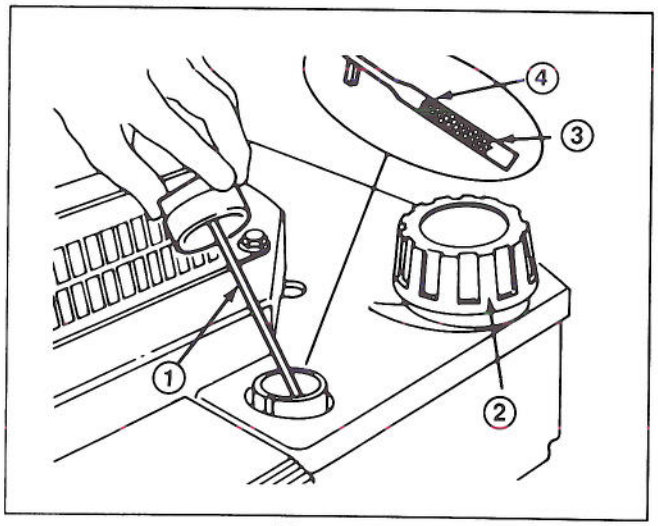

Figure 7
Before each use, assure oil level is between ADD and FULL marks (Fig. 7). Add oil if level is low.
3. Wipe dipstick and insert it into filler neck. Rotate cap 1/4 turn. Then remove dipstick and check level of oil (Fig. 7). If level is low, add only enough oil to raise level to FULL mark on dipstick. **DO NOT FILL ABOVE FULL MARK BECAUSE ENGINE COULD BE DAMAGED WHEN STARTED. POUR OIL SLOWLY.**
1. Clean around fuel tank cap and remove cap from tank (Fig. 7). Using unleaded gasoline, fill fuel tank to within 6 to 13 mm (1/4 to 1/2 inch) from top of tank.
1. CHECK OIL LEVEL—Maintain oil level between ADD and FULL range as shown on dipstick (Fig. 7).